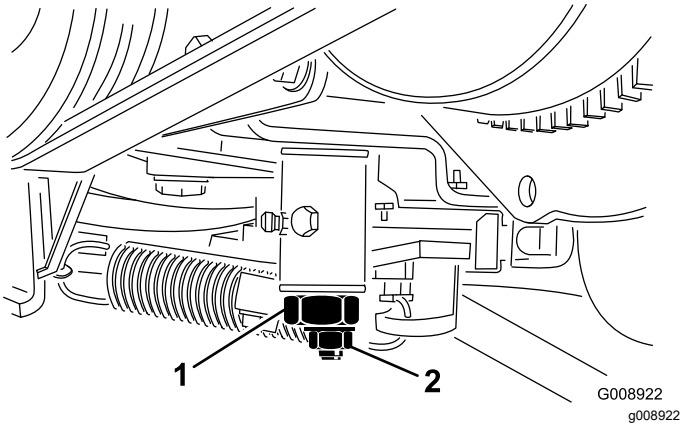

Rysunek 66
3. Odkręć przeciwnakrętkę na krzywce regulacji jazdy (Rysunek 66)